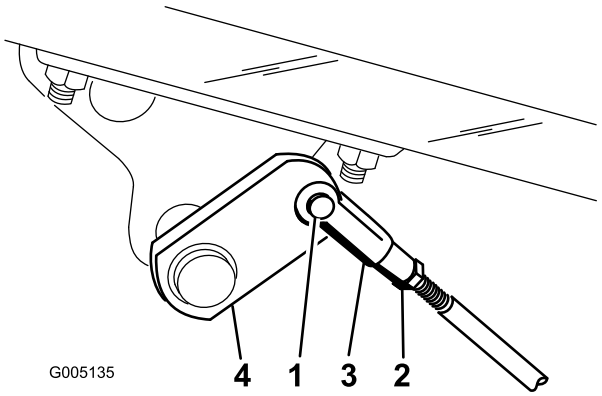

Figur 54
2. Hvis bremserne ikke låser lige meget, skal du afmontere bremsestængerne ved at fjerne låseclipsen og gaffelbolten (Figur 54).
3. Løsn kontramøtrikken, og juster gaffelstykket tilsvarende (Figur 54).
4. Monter gaffelstykket på bremseakslen (Figur 54).